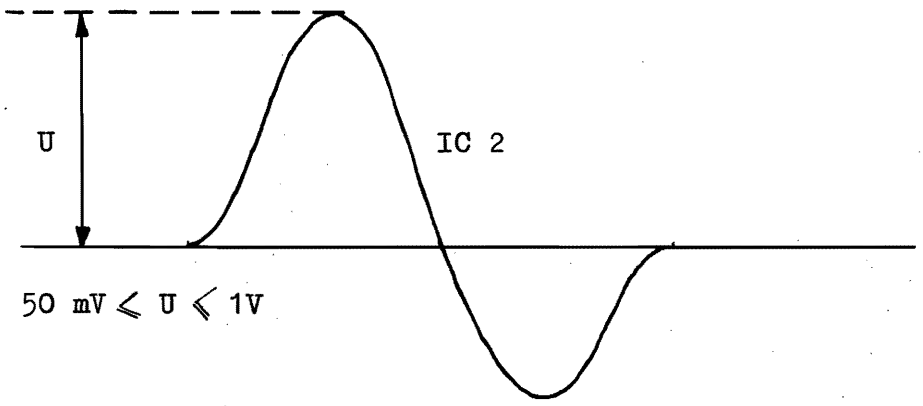

Fig 7-23
4. Check if the signal in the ascilloscope is the same as fig 7-23.